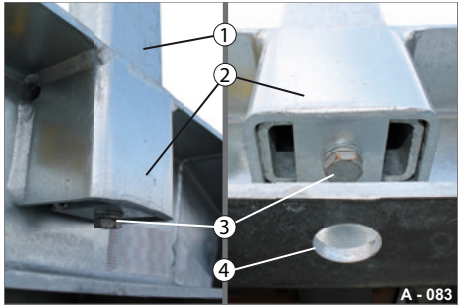

Abb. 105 Rungen seitlich / Bereich Hochbett
▶ Stecken Sie die Runge (Abb. 105/1) ganz in die Rungentasche (Abb. 105/2) ein.
▶ Sichern Sie die Runge mit Schraube / Scheiben (Abb. 105/3) von unten.